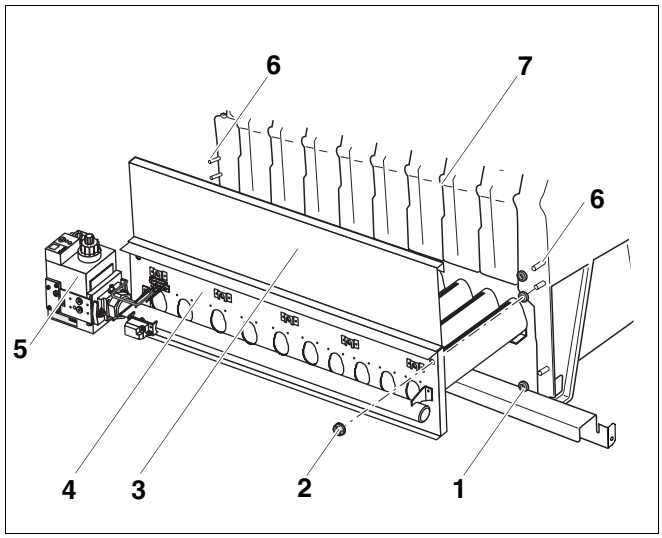

Afb. 40 Gasbrander monteren
- Steek de afstandhouder (afb. 40, **pos. 1**) op de stiftbouten (afb. 40, **pos. 6**) van de verwarmingsketel.
- Hang het reinigingsdeksel (afb. 40, **pos. 3**) boven de branderplaat (afb. 40, **pos. 4**) aan de gietijzeren nok (afb. 40, **pos. 7**) van het ketelblok.
- Schuif de gasbrander in de vuurhaard (afb. 40). De gasklep (afb. 40, **pos. 5**) moet zich aan de rugzijde van de verwarmingsketel bevinden.
- Bevestig de gasbrander (afb. 40) en het reinigingsdeksel (afb. 40, **pos. 3**) met moeren met schijf erop geperst (afb. 40, **pos. 2**) aan de stiftbouten (afb. 40, **pos. 6**).